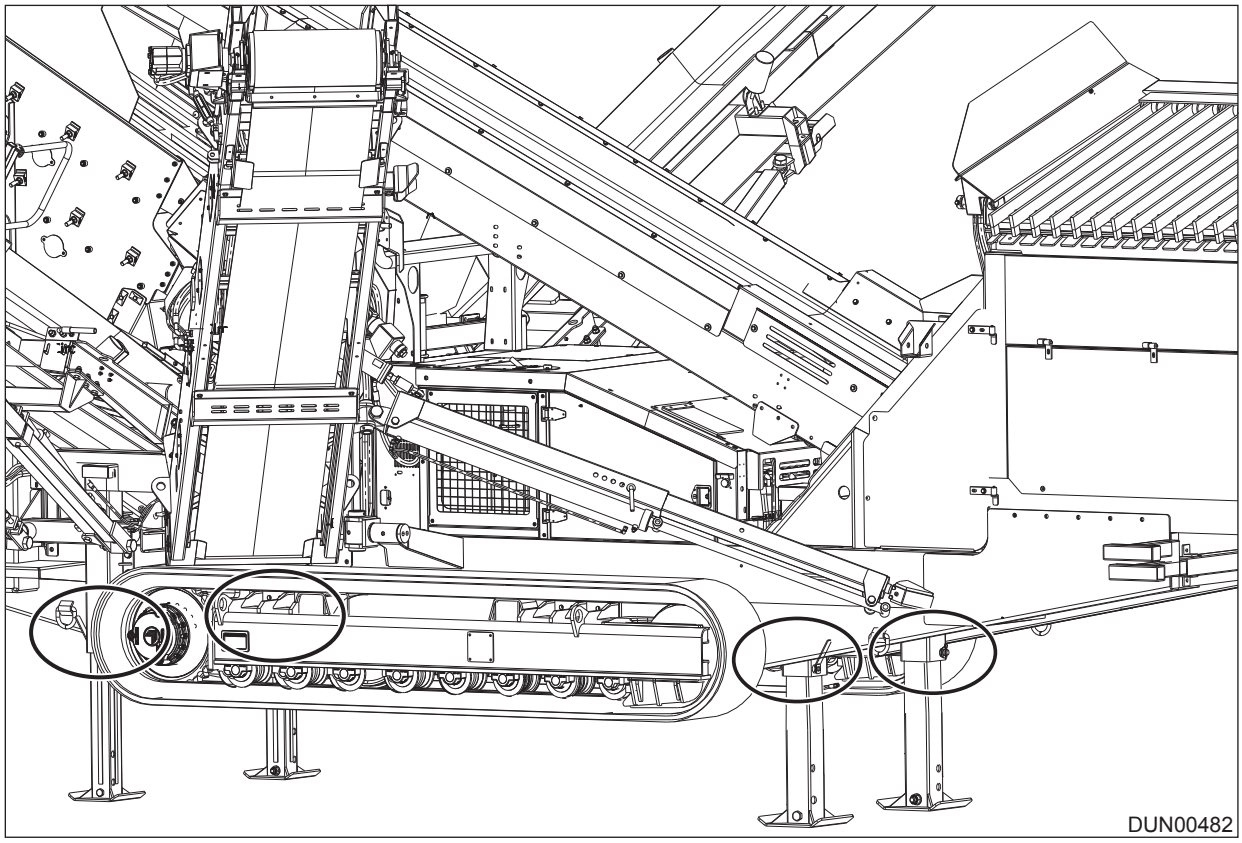

Figure 5.46 - Machine Jacked Up and Pinned in Place
9. Extend each of the jacking legs one inch at a time until the jacking legs are fully extended. Keep the machine as level as possible at all times when raising and pin in place, Reference: Figure 5.46.